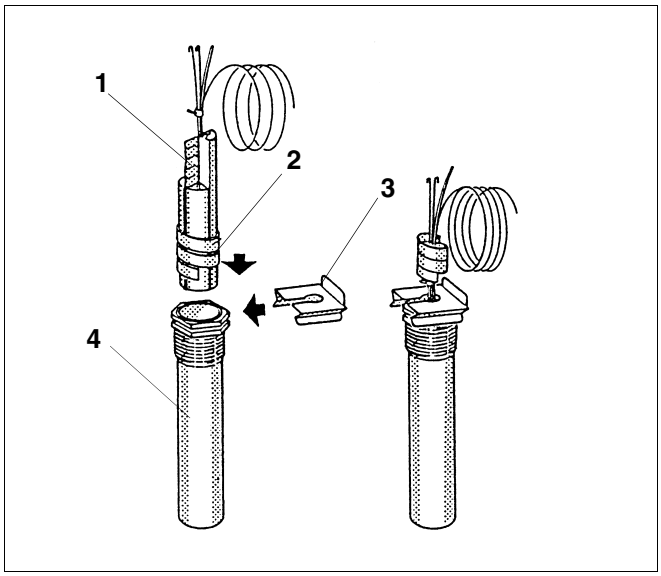

Afb. 8 Voeler in de dompelhuls (principe-afbeelding)
- De kunststofspiraal voor het samenhouden van de voeler schuift bij het insteken automatisch terug (afb. 8, pos. 2).
- Om het contact tussen de dompelhulzen en het oppervlak van de voeler te garanderen en bijgevolg ook de temperatuuroverdracht veilig te stellen, moet de compensatieveer tussen de voelers geschoven zijn (afb. 8, pos. 1).
- Druk de voelerzekering langs de zijkant of langs boven op de kop van de dompelhuls (afb. 8, pos. 3).
Legende voor afb. 8: